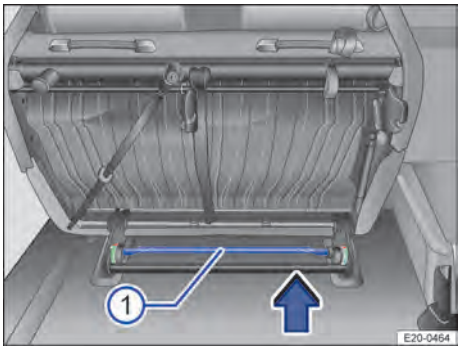
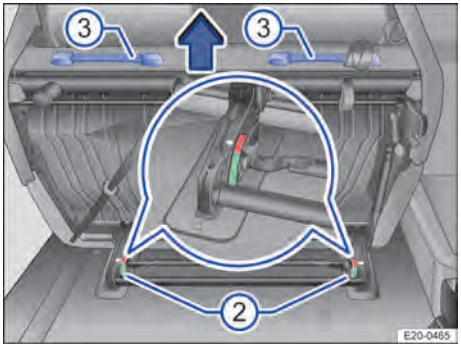

**Fig. 63** Segunda fila de asientos: desmontar el asiento de dos plazas.
**Fig. 64** Segunda fila de asientos: desmontar el asiento de dos plazas.
3. Tire de la barra → fig. 63 ① en el sentido de la flecha hasta que los dos indicadores de bloqueo → fig. 64 ② se encuentren en la zona roja.